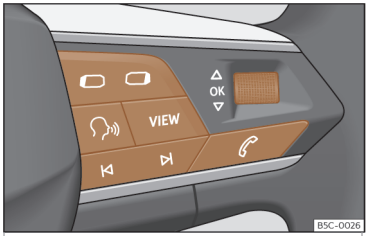

Fig. 56 Lado derecho del volante multifunción: teclas para utilizar los menús y las indicaciones informativas del cuadro de instrumentos (según versiones).
Mientras haya una advertencia con prioridad 1››› **pág. 74**, no se podrá acceder a ningún menú. Algunas advertencias se pueden confirmar y ocultar con la tecla **OK** del volante multifunción››› **fig. 56**.
- Si se muestra un mensaje o el pictograma de un vehículo, pulse la tecla **OK**››› **fig. 56**; si es necesario, varias veces.
- Para cambiar de menús use las teclas ◁ o ▷››› **fig. 56**.
- Para abrir el menú o la indicación informativa que se muestre, pulse la tecla **OK** ››› **fig. 56** o espere algunos segundos hasta que el menú o la indicación informativa se abra automáticamente.
- En el menú visualizado, gire la ruedecilla derecha del volante multifunción››› **fig. 56** hasta que se marque la opción de menú deseada. La opción aparece enmarcada.
- Pulse la tecla **OK**››› **fig. 56** para realizar las modificaciones deseadas. Una marca indica que la función o el sistema en cuestión están activados.
Pulse la tecla ◁ o ▷››› **fig. 56**.